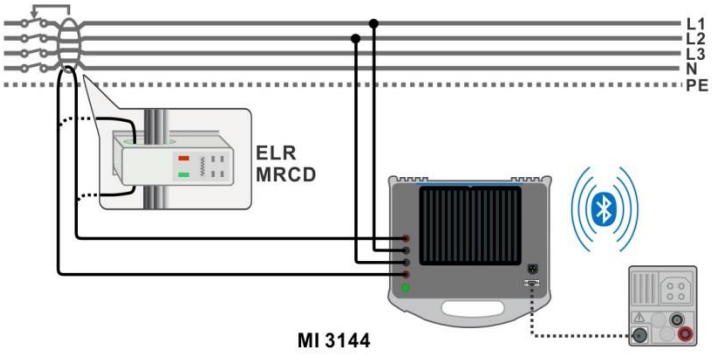

Figure 7.113: ELR Current Injection Test / Combination Time Test connection
- Connect MI 3152(H) instrument with MI 3144 Euro Z 800 V instrument via serial RS232 or pair them using Bluetooth communication. See chapter ***4.6.5.1 Configuration of measuring adapters***.
- Check Bluetooth communication active sign if MI 3144 Euro Z 800 V instrument is connected to MI 3152(H) instrument via Bluetooth communication.
- Connect test leads to the object under test. See ***Figure 7.113***.
See ***Figure 7.113***.